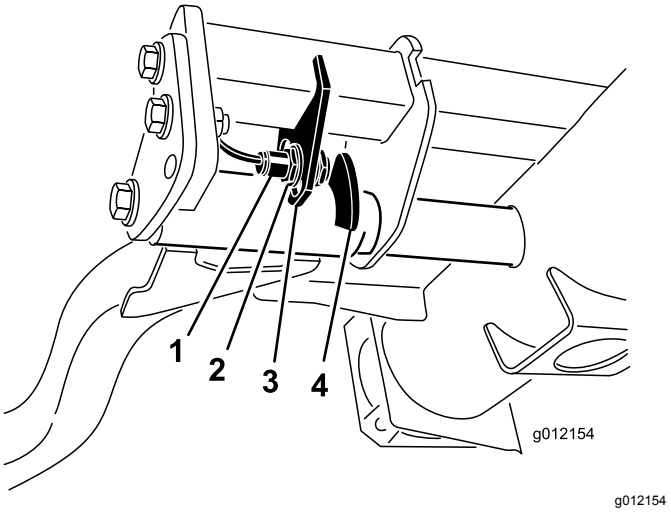

Figur 32
2. Løftearmsbryteren finnes under den hydrauliske tanken bak den fremre, høyre løftearmen (Figur 32).
3. Løsne bryterens festeskruer og flytt bryteren ned for å heve løftearmens vendehøyde, eller flytt bryteren opp for å senke løftearmens vendehøyde (Figur 32).